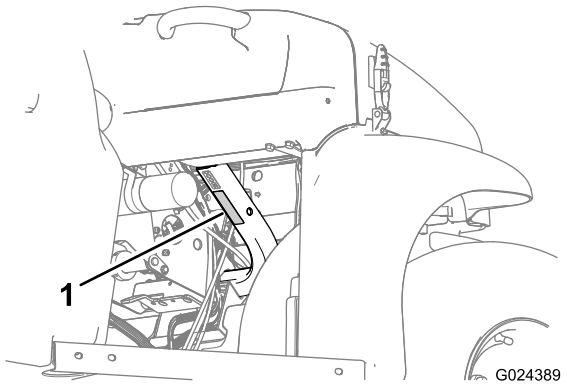

Figur 20
- Overhold maskinens vektkapasitet og begrens vekten på lasten i lastekassen som beskrevet i Spesifikasjoner (side 15) og på merket for maskinens bruttovekt (Figur 20).